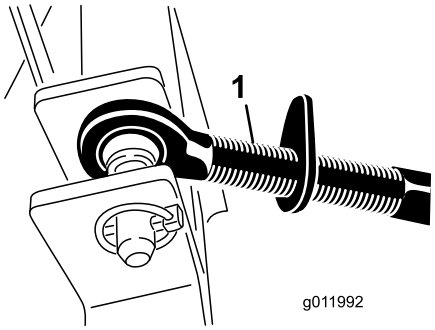

**Figuur 4**
1. Verbind de bovenste schakel met de gaten in de beugel van de blazer en bevestig deze met een gaffelpen en borgpen (Figuur 4).